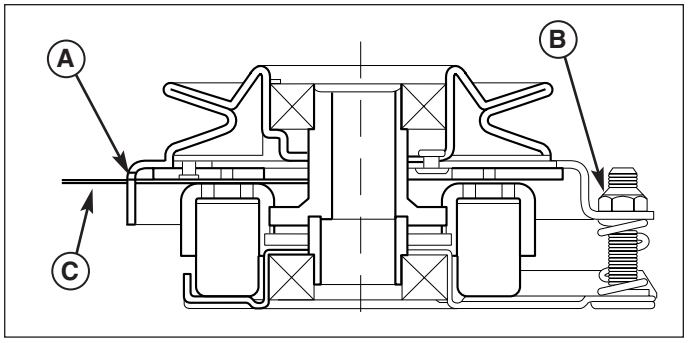

Figure 35. Adjust PTO Clutch
3. Insert a .012”-.015” (2,5-4mm) feeler gauge (C) through each window, positioning the gauge between the rotor face and the armature face as shown in Figure 35.